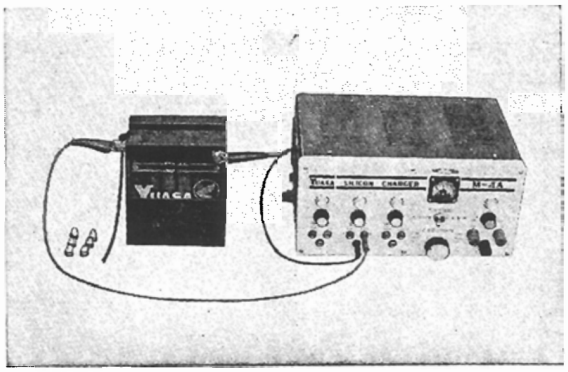

Fig. 5.46 Battery replenish charging
4. Maintain the battery clean-greater the exterior, especially the terminals and pole connectors clean to prevent current leakage which would result in excessive discharging. **(Fig. 5.46~5.48)**